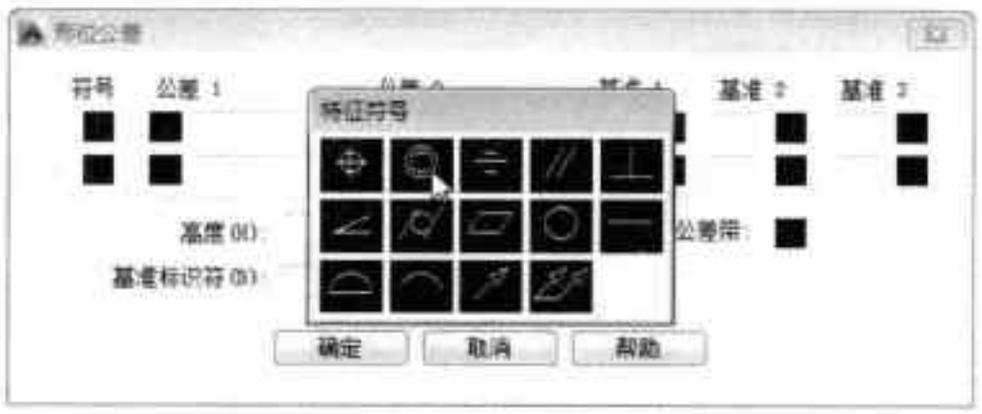

图9-47 选择“特征符号”选项
Step 02 在“特征符号”对话框中，选择所需标注的特征符号，这里选择“同轴度”符号，如图 9-47 所示。